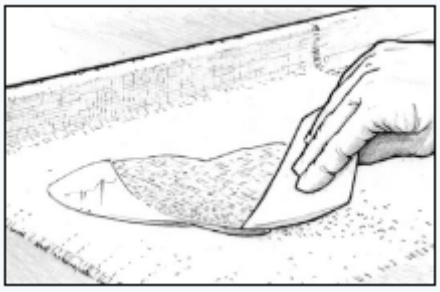

Рис. 29. Распределите эпоксидную смолу с помощью пластикового скребка.
5. Распределите эпоксидную смолу по всей поверхности ткани с помощью пластикового скребка 808, осторожно перемещая ее на сухие участки *(Рисунок 29)*. Как только ткань станет прозрачной, это будет означать, что ткань впитала достаточное количество эпоксидной смолы. При нанесении ткани на пористую поверхность, убедитесь в том, что количество эпоксидной смолы достаточно для того, чтобы пропитать как ткань, так и поверхность под ней. Постарайтесь свести к минимуму работу со скребком, так как излишняя работа на влажной смоле приводит к появлению пузырьков воздуха. Этот особенно важно, если требуется прозрачное покрытие.